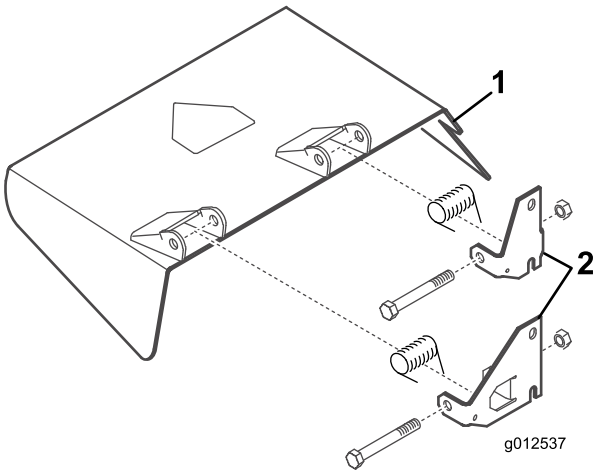

Figur 8
4. Använd de skruvar, låsmuttrar och fjädrar som du tog bort tidigare för att montera de nya tappfästena på gräsriktarfästena (Figur 8). Dra inte åt muttrarna för hårt eftersom fästena alltid måste kunna vridas. Spara enheten för användning av sidoutkast.